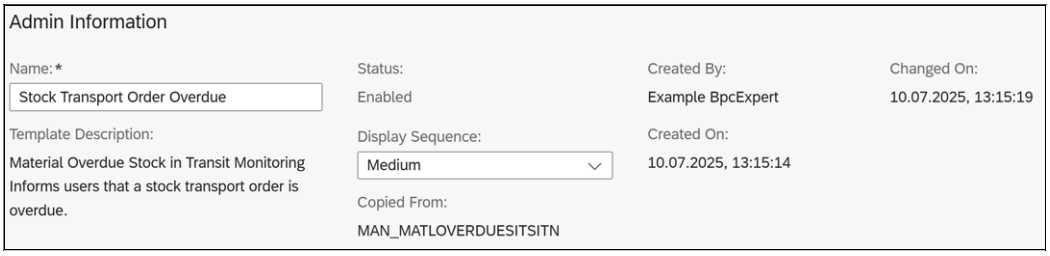

Figure 8.72 Admin Information of the Situation
Follow these steps to set up the situation (see Figure 8.72):
2. Enter an **ID** (e.g., **Stock Transport Order Overdue**; see Figure 8.72).